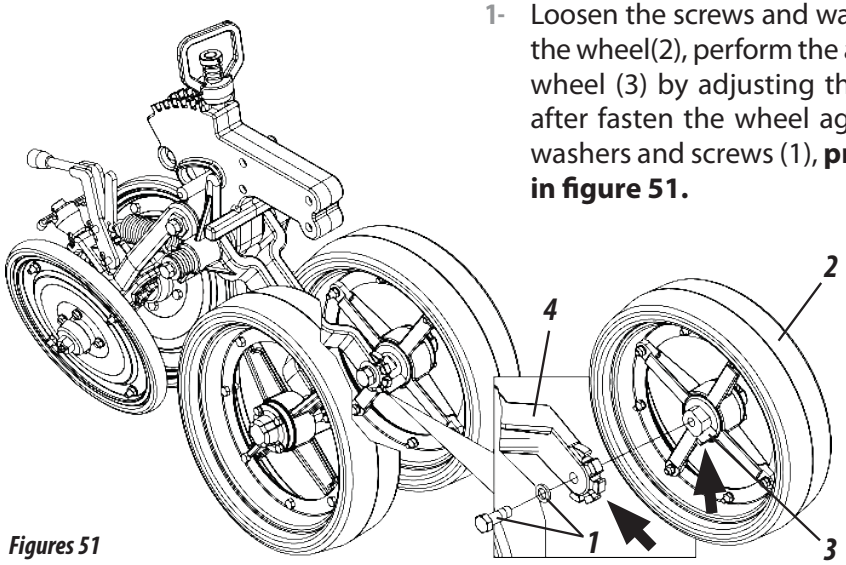

Figures 51
1- Loosen the screws and washers (1), remove the wheel(2), perform the adjustment of the wheel (3) by adjusting the wheel axle (4), after fasten the wheel again (2) using the washers and screws (1), **proceed as shown in figure 51.**